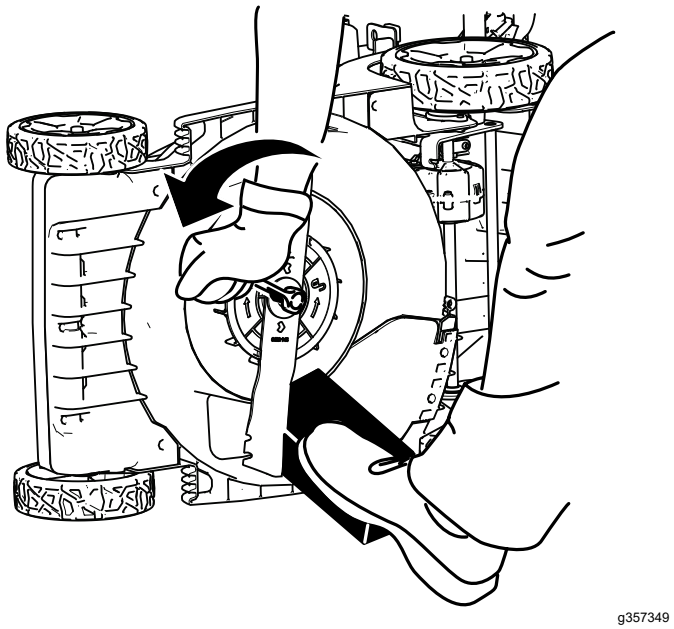

Figur 24
2. Håll kniven stilla med hjälp av en träkloss (Figur 24).
3. Ta bort knivskruven, brickan och kniven. Spara brickan och knivskruven (Figur 24).